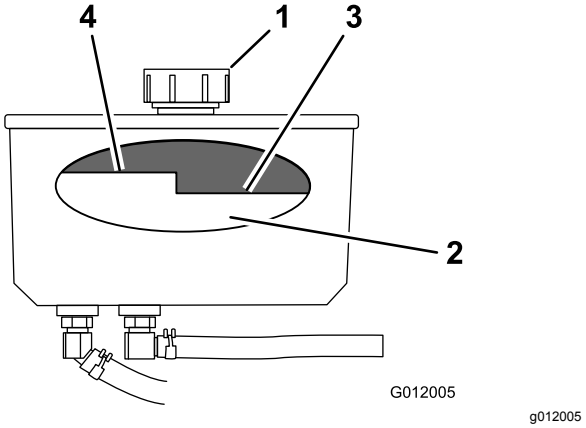

Figur 72
4. Rengør området omkring hydrauliktankens påfyldningshals og dæksel (Figur 72).
5. Fjern dækslet fra påfyldningsstudsen (Figur 72).
Bemærk: Væskestanden skal være under varm-niveauet på pladen, når væsken er varm (Figur 72).